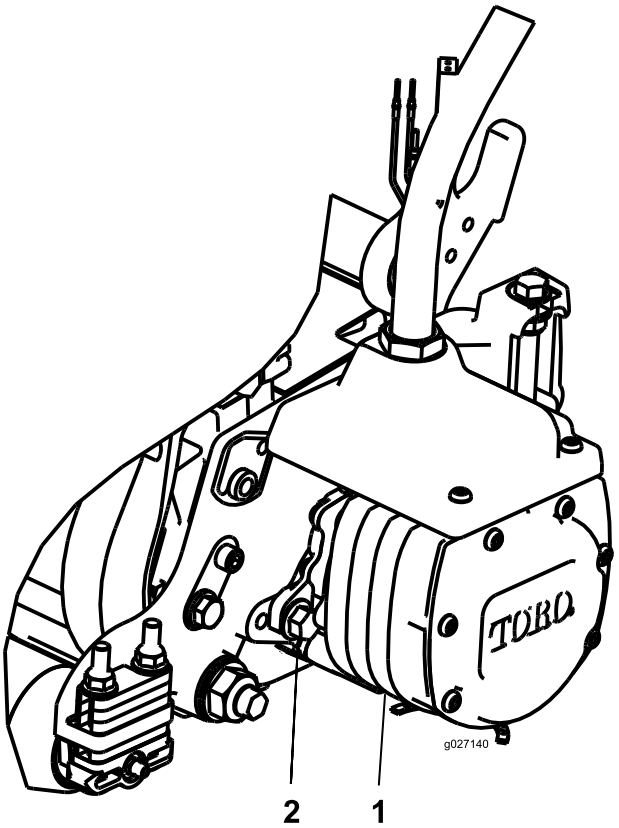

Figur 10
14. Monter motoren ved at dreje den med uret, således at motorflangerne går fri af boltene (Figur 10).